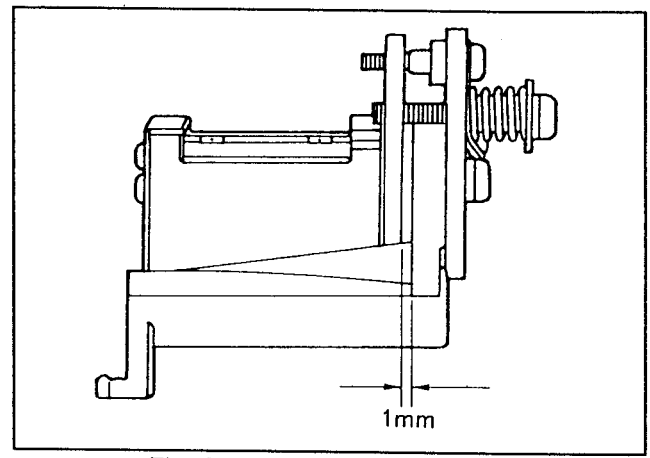

Fig. 6-8-2 A/C Head Assembly
1. Confirm that the head and head mounting plate is set to be approximately 1 m/m with the Plate parallel as shown in Figure 6-8-2. If it is not, adjust the each screws to these plate parallel.